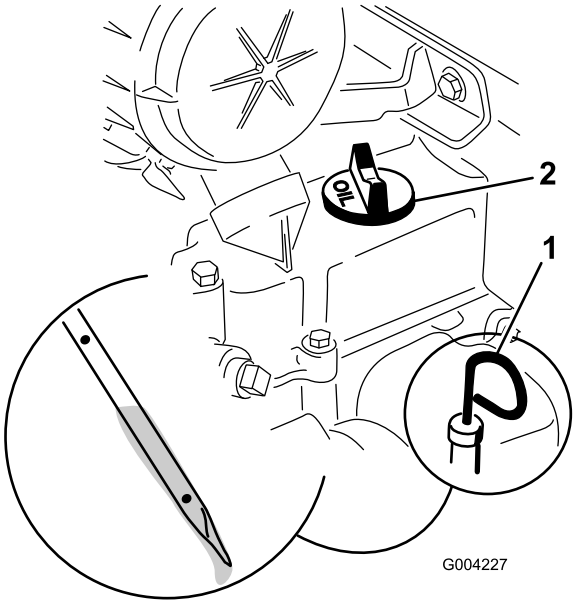

Figur 15
3. Hvis oljenivået er lavt, må du ta av tanklokket (Figur 15) og fylle på nok olje til nivået når opp til Full-merket på peilestaven.